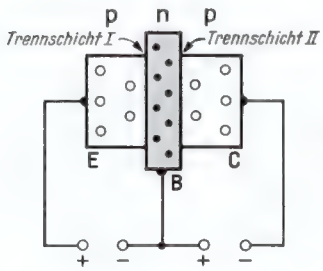

Bild 12. Der Transistor
G. Der Transistor (Bild 12)
Bild 12 zeigt die drei Schichten, ihre Bezeichnungen (**E**mitter, **B**asis, **K**ollektor) und die Polarität der im normalen Betriebsfall außen angelegten Spannungen. Man sieht, daß der linke p/n-Übergang Emitter/Basis in Durchlaßrichtung (wie in Abschnitt F 3), der rechte p/n-Übergang Basis/Kollektor in Sperrrichtung (wie in Abschnitt F 2) betrieben wird. Daraus folgt: